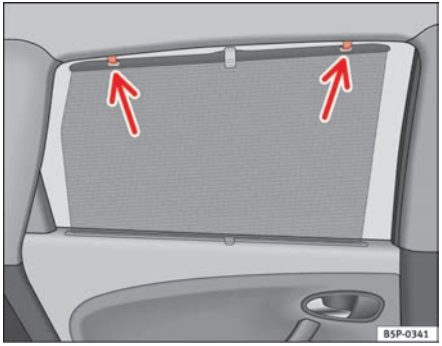

Fig. 85 Rear door blinds ▶
– Pull out the blind and hook it into the hooks at the top of the door frame ⇒ page 120, fig. 85. ■